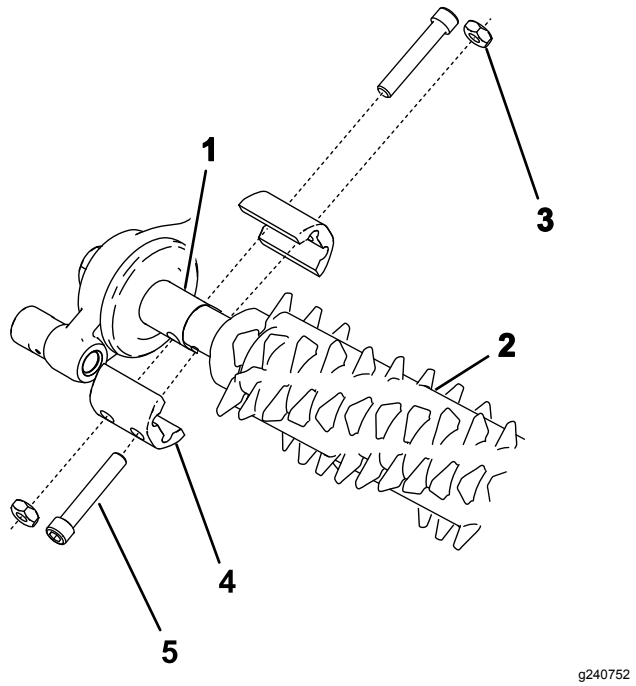

Figura 15
trasmissione del groomer e del gruppo tendicinghia (Figura 15).
3. Fissate il groomer alla macchina come illustrato nella Figura 15, utilizzando 4 bulloni (¼" x 1½"), 4 controdadi e 4 serratubi dell'albero.